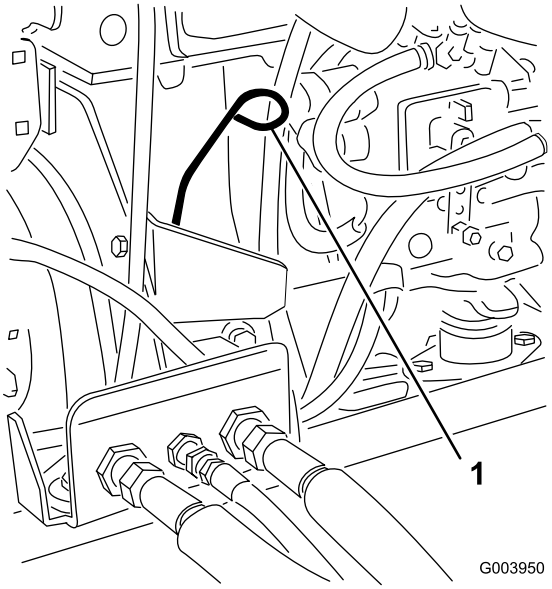

Figur 27
3. Fjern målepinden, tør den af, og sæt den tilbage igen (Figur 27).